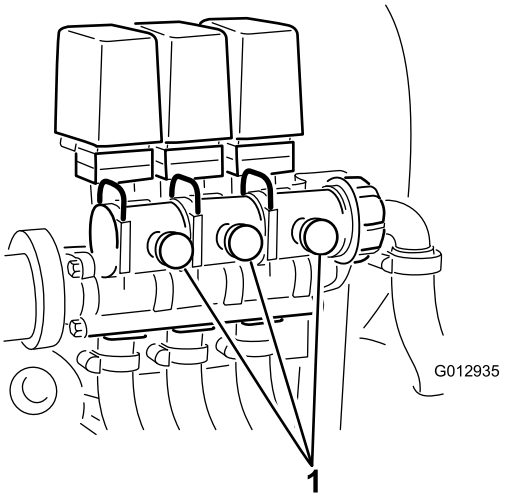

Figur 21
10. Justera sprutrampsöverströmningsventilen (Figur 21) på baksidan av på sprutrampsreglerventilen för den ramp som du stängde av tills mätarens tryckavläsning är densamma som i steg 7.